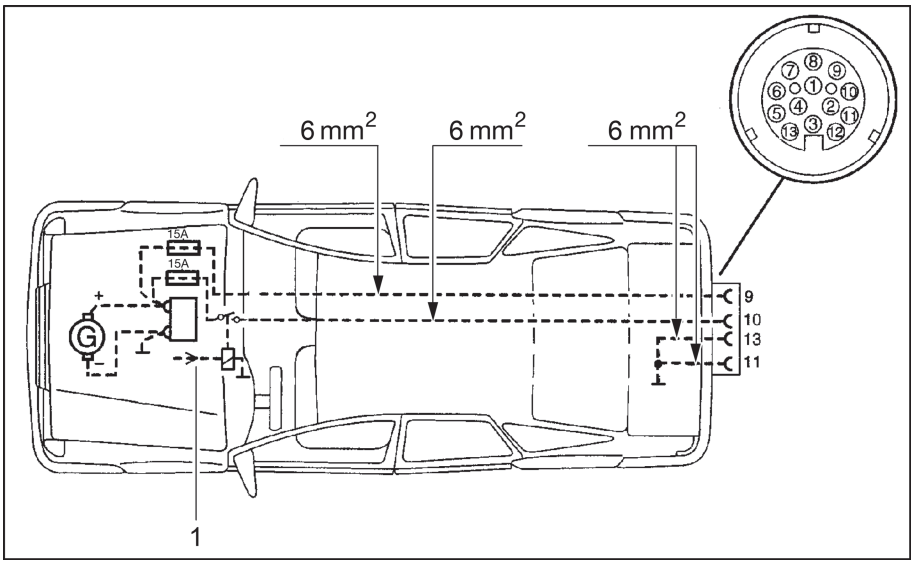

Fig. 95 Towing vehicle installation diagram
- ▷ The towing vehicle must be retrofitted with the corresponding cable cross sections and a relay for the power supply (controlled using the ignition) (see Fig. 95).